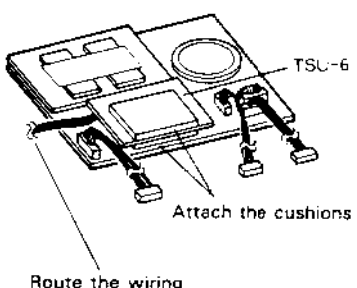

Fig. 4
2. Sujete los tres cables del DRU-1 en el transceptor como se muestra en la Fig. 3. No se olvide de sujetar el TSU-6 como se muestra si está instalando esta unidad al mismo tiempo (Fig. 4)